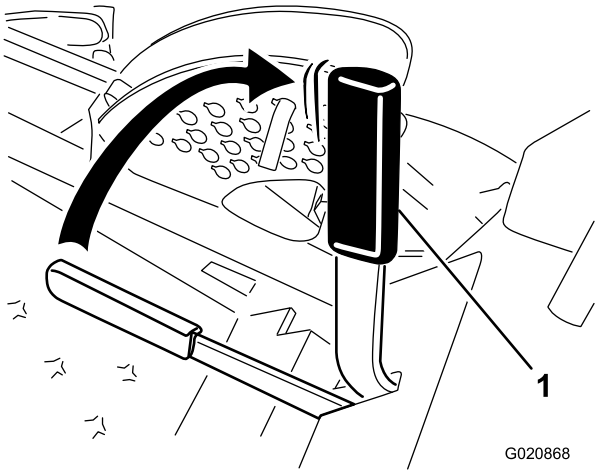

**Figur 13**
2. För parkeringsbromsspaken bakåt och uppåt för att dra åt parkeringsbromsen (Figur 13).